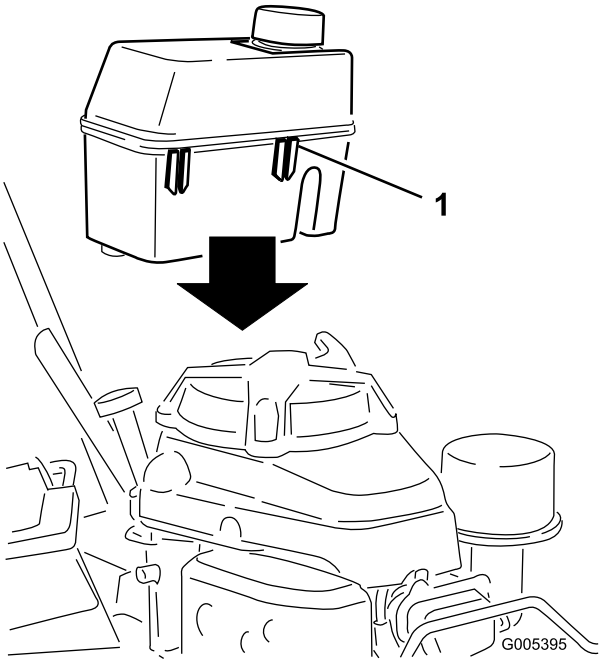

Rysunek 6
3. Zamocuj zbiornik paliwa na obudowie za pomocą plastikowych zaczepów z przodu zbiornika (Rysunek 6).